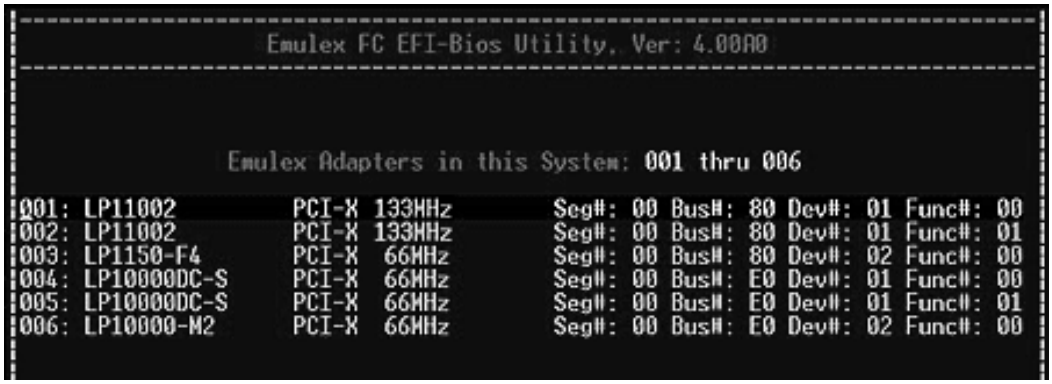

Figure 66: Adapter Listing screen
3. Press **<Enter>**. Information similar to Figure 66 is displayed, listing all adapters in the system: